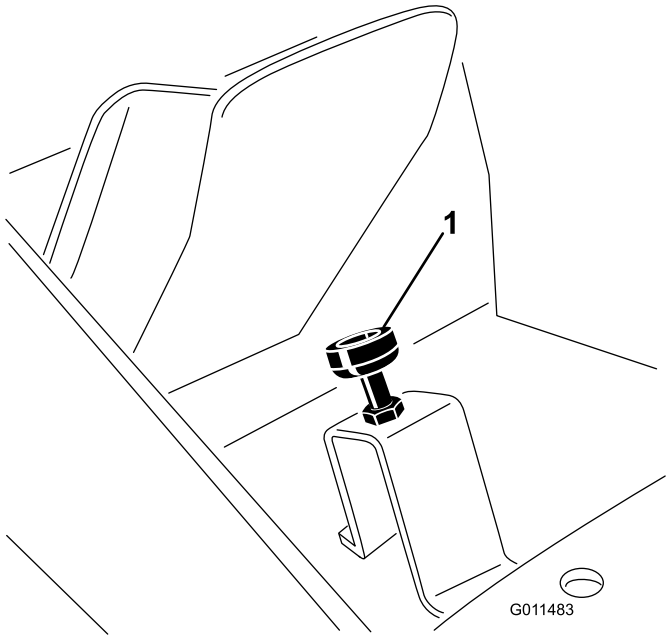

Figura 73
2. Pise el pedal de tracción a fondo (Figura 73). Puede ser necesario aflojar las contratuercas y bajar el tope para permitir que el pedal llegue al final de su recorrido.
3. Suelte el pedal de tracción y ajuste el tope de media vuelta a una vuelta más hasta que el pedal entre en contacto con el tope justo antes de llegar al final de su recorrido; luego apriete las contratuercas (Figura 73).